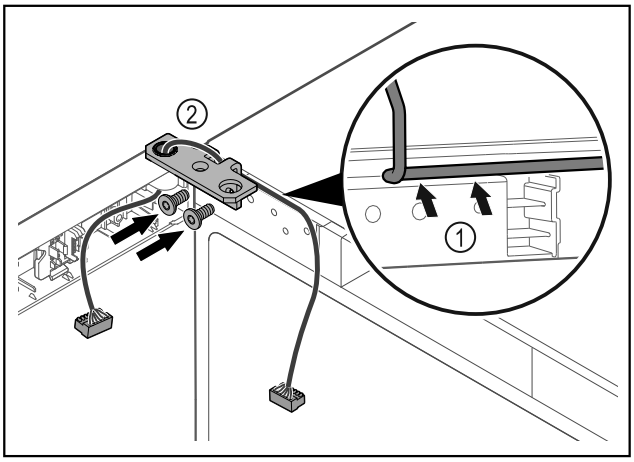

Fig. 37
▶ Dirijați cablul prin degajarea colțarului balamalei și dispuneți-l cu precauție *Fig. 37 (1)*.
▶ Înșurubați *Fig. 37 (2)* colțarul balamalei.